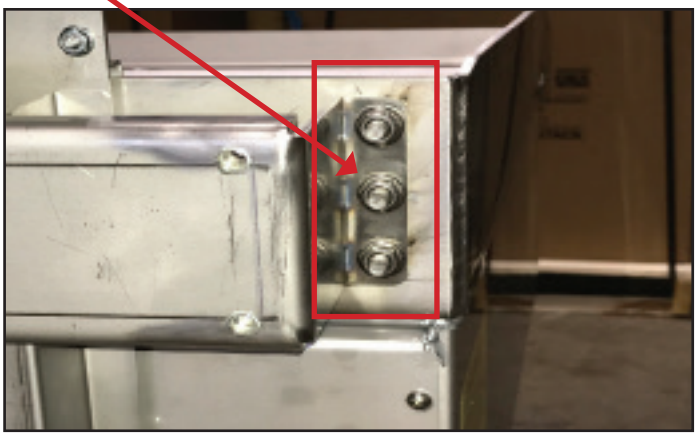

Figure 16
2. Install the tower assembly rear bracket. Thread 1 x 5/16” screws through the 6 holes made in the griddle back splash into the rear support bracket. Secure each screw with 5/16” serrated flange nut (Figure 16).